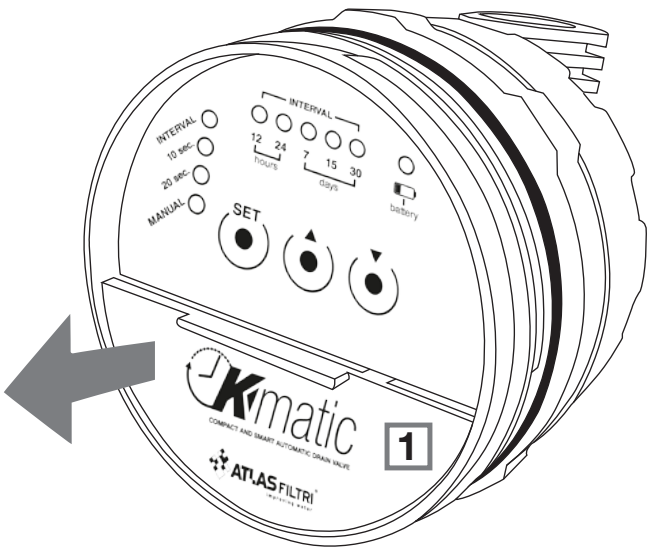

figur 1
- Öppna batterifacket (1) genom att ta bort locket som sitter på den nedre halvan av styrenhetens framsida (figur 1)